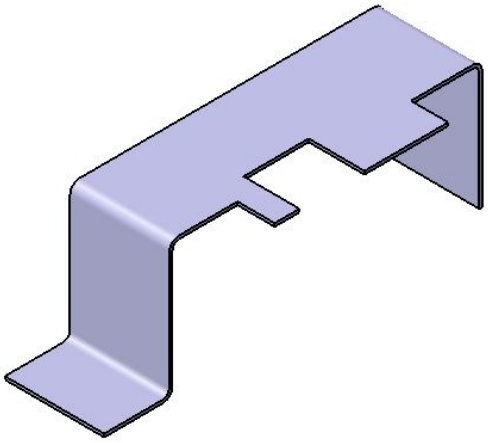

Figure 15-125 *Sheet metal component after creating the flange*
4. Choose the **Reverse Direction** button, if required and select the **Trim Support** check box. Choose the **OK** button to create the flange. The sheet Metal component after creating the flange is shown in Figure 15-125.